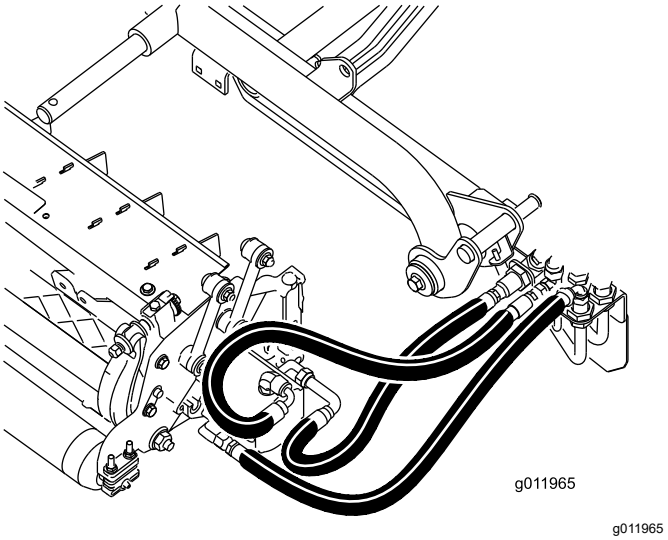

**Figur 21**
***Viktig:*** **Kontroller at slangene ikke er vridd eller har skarpe svinger og at de bakre klippeenhetsslangene er lagt som vist i (Figur 21). Hev klippeenhetene og beveg dem mot venstre (modell 03171). Slangene til den bakre klippeenheten må ikke komme i kontakt med trekkabelbraketten. Omstill fester og/eller slanger, hvis nødvendig.**